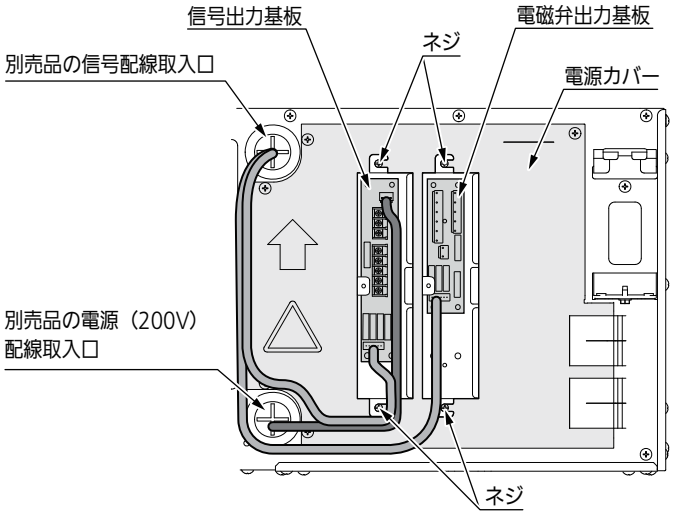

図19
- 信号出力基板または電磁弁出力基板は室内ユニットの電源カバーに別売品付属のネジで取り付けてください。（図 19）